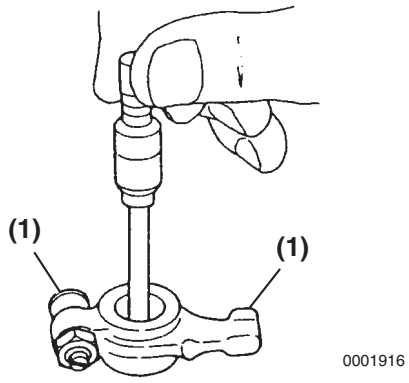

Figure 6-12
Use a telescoping gauge and micrometer to measure the inside diameter of all the rocker arm support brackets and the rocker arms **(Figure 6-12)**. Record the measurements. *See Rocker Arm and Shaft on page 6-7 for the service limit.*
Inspect contact areas **(Figure 6-12, (1))** for excessive wear or damage.